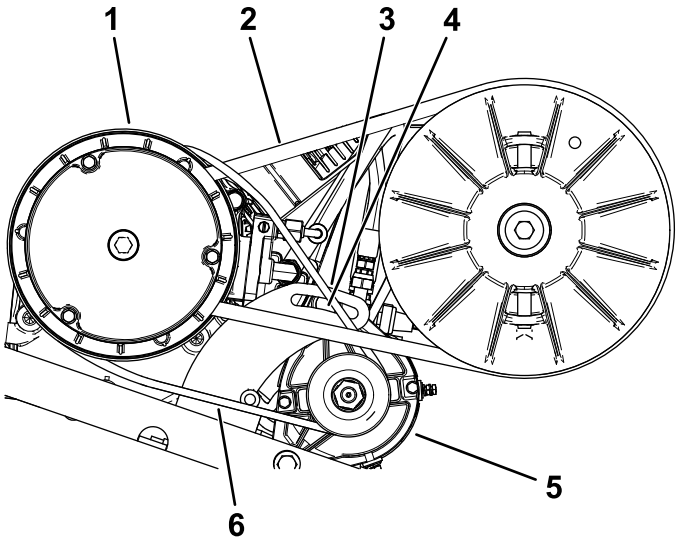

Figur 68
2. Løsn startgeneratorens drejemøtrik (Figur 68).
4. Tryk løftestangen nedad for at dreje starteren ned i åbningen, indtil remmen kun giver en afbøjning på 6,4 mm ved en kraft på 44 N·m (Figur 68).
5. Tilspænd drejemøtrikken med håndkraft, og afmonter løftestangen (Figur 68).